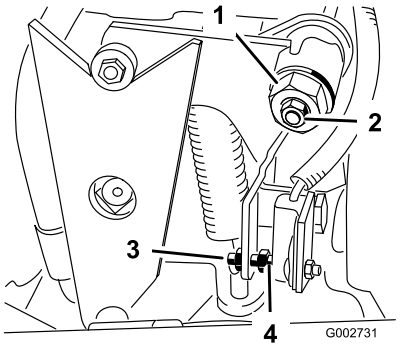

Figuur 33
4. Draai de borgmoer op de afstelnok van de tractie los (Figuur 33).
5. Start de motor en draai de zeskantige moer van de afstelnok (Figuur 33) in beide richtingen om de middelste positie van het bereik van de neutraalstand te bepalen.
3. Draai aan de stelschroef totdat de elektrodenafstand 1,5 mm ±0,8 mm bedraagt (Figuur 33).